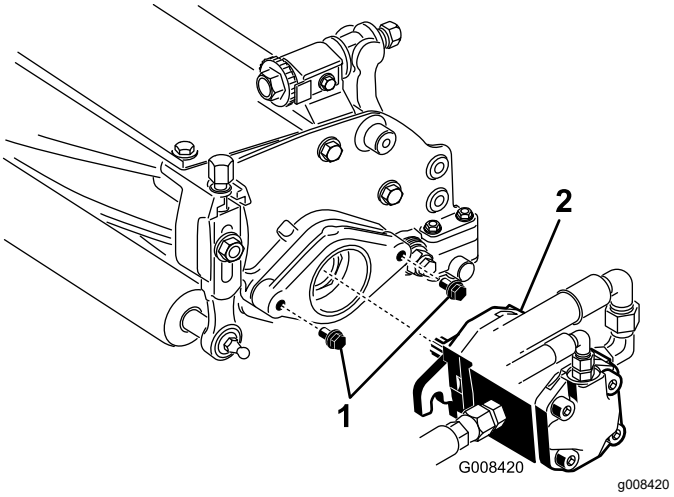

Figur 8
7. Kontroller, at ca. 13 mm af gevindet er blotlagt på hver monteringsbolt på knivcylinderens drivmotor (Figur 8).
8. Indfedt motorens notaksel med rent fedt, og monter motoren ved at dreje motoren med uret, så motorflangerne går fri af tapskruerne. Drej motoren mod uret, indtil flangerne indeslutter tapskruerne (Figur 8).
9. Tilspænd monteringsboltene (Figur 8).